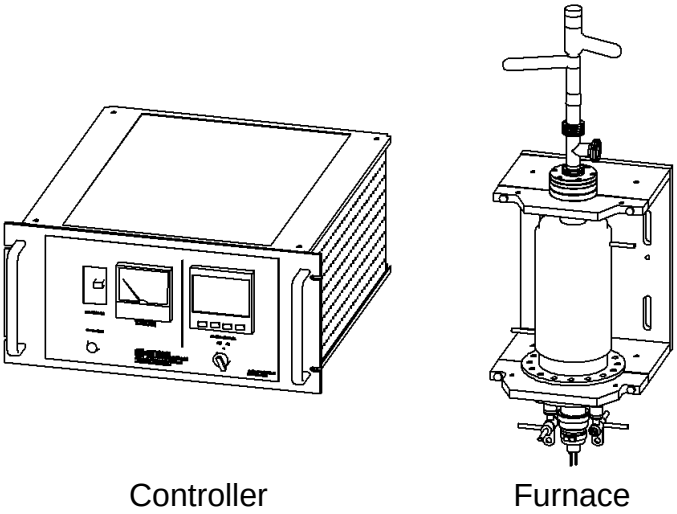

**Figure 1 – General System Layout**
**Figure 1** shows the general configuration of the system and provides a general reference for location of connection / service points discussed later in this manual.